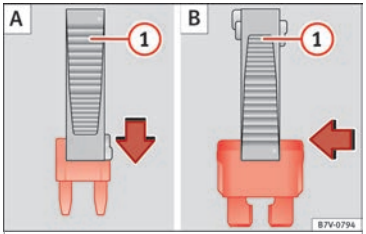

Fig. 61 Removing or fitting a fuse
- *Small fuses*: lock the pincer in from above ››› **Fig. 61 A**.
- *Larger fuses*: move the pincer sideways over the fuse ››› **Fig. 61 B**.